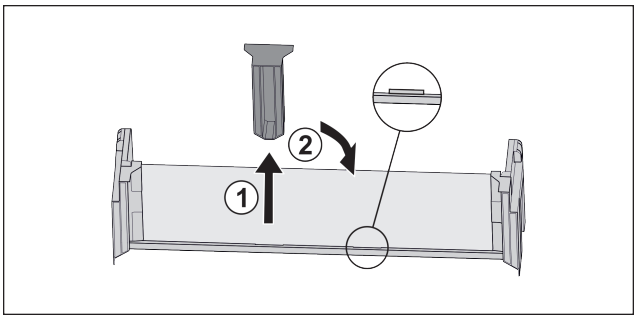

Fig. 110
▶ Pull off the middle holder *Fig. 110 (1)*.
▶ Insert the middle holder in the second position *Fig. 110 (2)*.